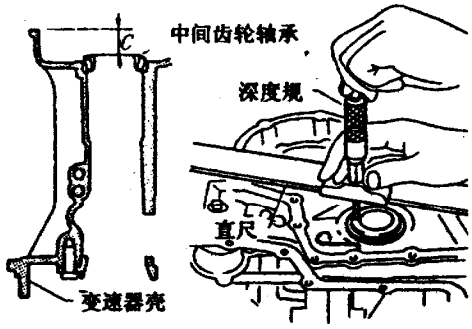

图9-7-6 测量C值
③如图9-7-6所示，测量中间齿轮轴承内圈表面和变速器壳与变矩器壳接合面之间的尺寸C值。至少测量两处，取平均值。